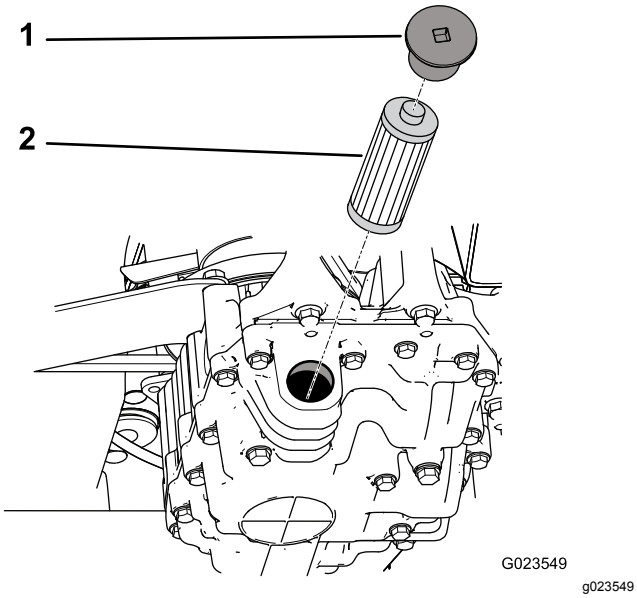

Figur 70
4. Ta bort filterlocket och dra ut filtret ur transmissionen (Figur 70).